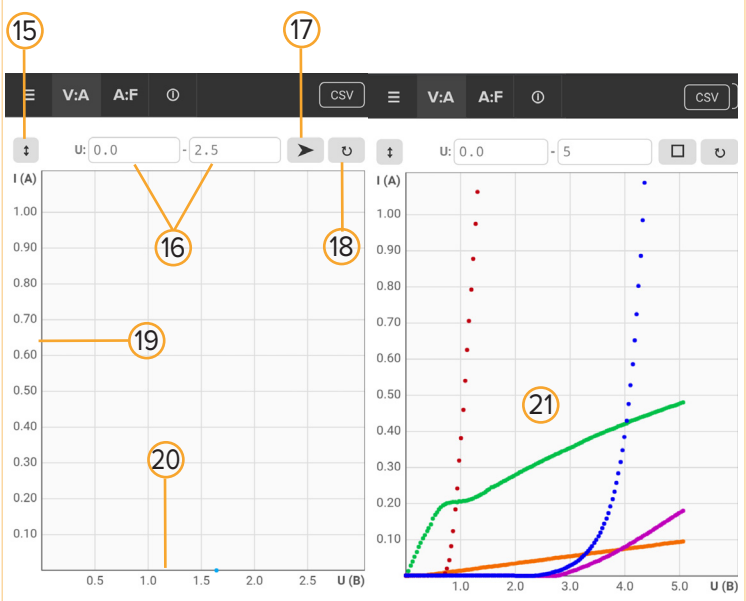

figure 5.11
- Click the start button ***(17 in Figure 5.11)***.
In order to clear the graph, press the clear button ***(18 in Figure 5.11)***.
- Connect to the PSU using its IP address and select AF ***(4 in Figure 5.11)***.
- Click the start button. ***(17 in Figure 5.11)***.
- After completion of construction or forced stop ***(17 in Figure 5.11)***, you can connect another load and construct its amplitude-frequency characteristics on the same graph. Characteristics constructed in this way will have a different color.
- To clear the graph, press the clear button ***(18 in Figure 5.11)***.